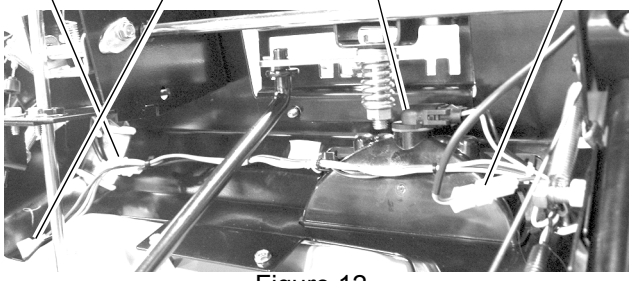

Figure 12
3. Connect wire harness to right and left grip wires and on/off switch. See Figure 12.